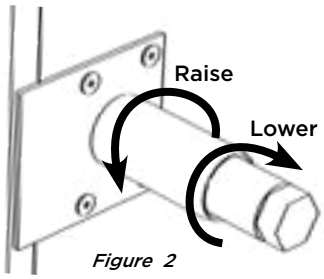

Figure 2
5. Adjust the leg length to 4 1/2". This will create a nominal cabinet height of 34 1/2". Screw the legs into the Base Plate (Figure 2).